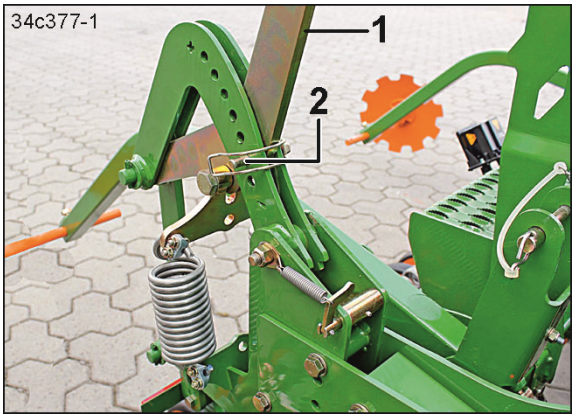

Fig. 145
2. Den Hebel (Fig. 145/1) kurz ziehen und den Rohrklappstecker (Fig. 145/2) entfernen.